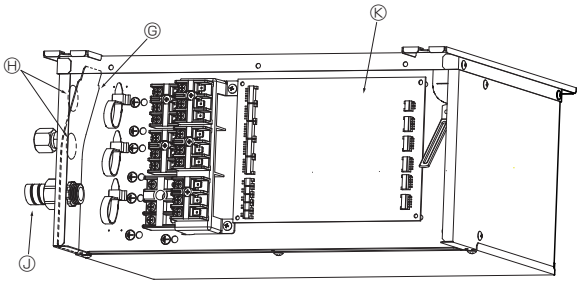

Fig. 9-6
- **Cuando se corten los agujeros ciegos en la placa de conducto, prevenga que no se produzca deformación ni distorsión en la placa.Asimismo, cuando instale la placa de conducto, prevenga que no exista un espacio entre la placa y los tubos de conducto ni los agujeros de conducto, de lo contrario puede provocar el fallo del controlador BC debido a la invasión de animalillos o insectos. (Fig. 9-6)**